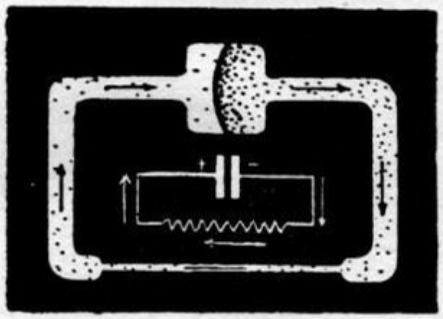

Fig. 11. Ontlading van een condensator door een Ohmschen weerstand.
W. — Ik herinner je er aan, dat wij den vorigen keer een dergelijk voorbeeld hebben gebruikt, toen wij den condensator vergeleken met een elastisch tusschenschot, dat twee reservoirs van elkander scheidde. De ontlading van een condensator door een weerstand heen is dan te vergelijken met den druk van het gespannen membraan, die het water door een nauwe buis perst (fig. 11).